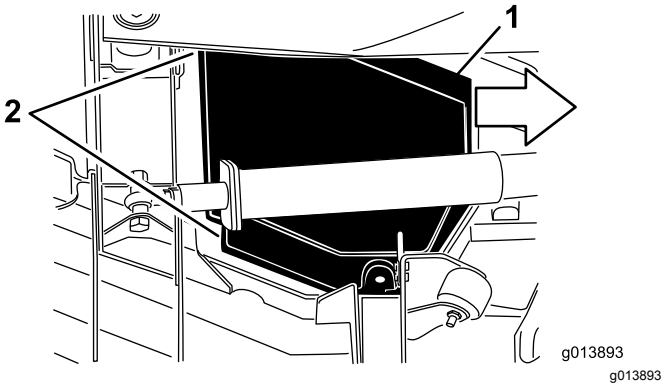

Figuur 84
5. Schuif tijdens het heffen de kap ongeveer 2,5 cm in de richting van de tractie-eenheid, om de buitenrand van de kap los te maken van het maaidek (Figuur 84).